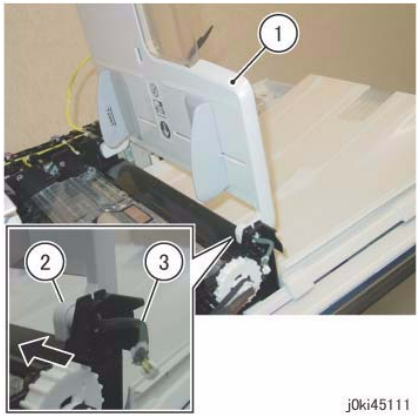

Figure 3 Remove the boss of the DADF Document Tray
5. At the front side of the DADF Document Tray, remove the boss of the DADF Document Tray from the installation hole of the Frame. (Figure 3)